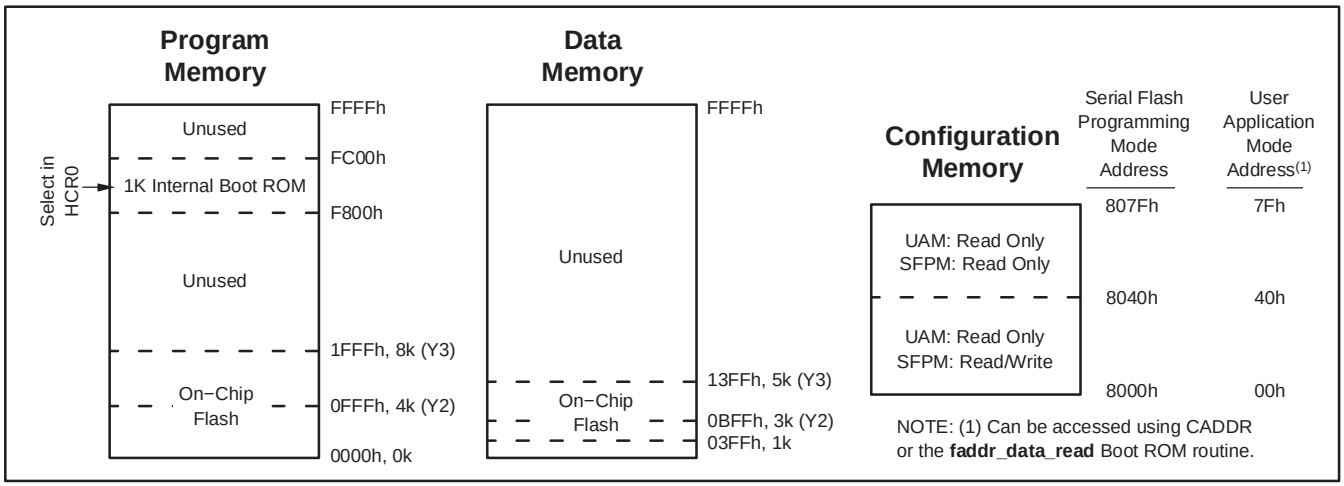

Figure 20. Memory Map
The MSC120x allow the user to partition the Flash Memory between Program Memory and Data Memory. For instance, the MSC120xY3 contain 8kB of Flash Memory on-chip. Through the hardware configuration registers, the user can define the partition between Program Memory (PM) and Data Memory (DM), as shown in Table 3, Table 4, and Figure 20. The MSC120x families offer two memory configurations.
As part of the lower 128 bytes of RAM, there are four banks of Working Registers, as shown in Figure 20. The Working Registers are general-purpose RAM locations that can be addressed in a special way. They are designated R0 through R7. Since there are four banks, the currently selected bank will be used by any instruction using R0−R7. This design allows software to change context by simply switching banks. Bank access is controlled via the Program Status Word register (PSW; 0D0h) in the SFR area described below. The 16 bytes immediately above the R0−R7 registers are bit-addressable, so any of the 128 bits in this area can be directly accessed using bit-addressable instructions.